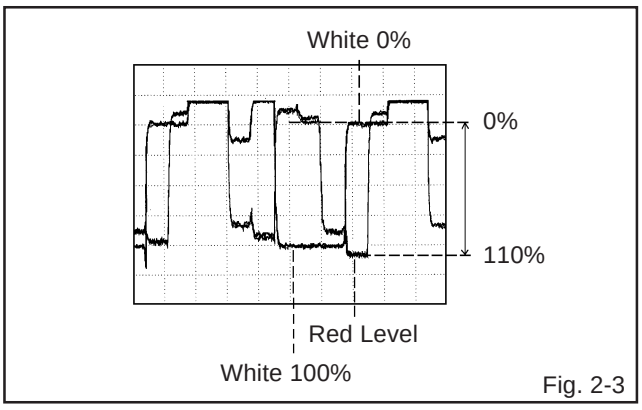

Fig. 2-3
6. Press the VOL. UP/DOWN button on the remote control until the red color level is adjusted to 110% of the white level. **(Refer to Fig. 2-3)**
4. Press the VOL. UP/DOWN button on the remote control until the red color level is adjusted to 110% of the white level. **(Refer to Fig. 2-3)**